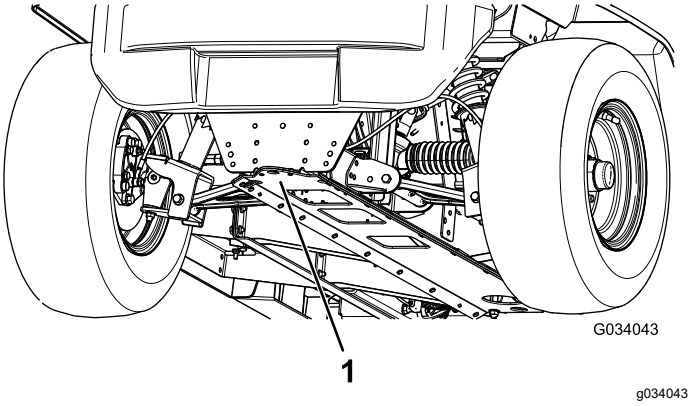

**Figuur 21**
- Het hefpunt vooraan de machine bevindt zich aan de voorzijde van het frame, achter de sleeplip (Figuur 21).